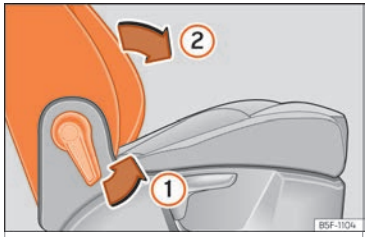

Fig. 161 Front passenger seat: lever for folding down the backrest.
- Pull lever (1) ››› **Fig. 161** and push the seat backrest (2) until the backrest is horizontal.